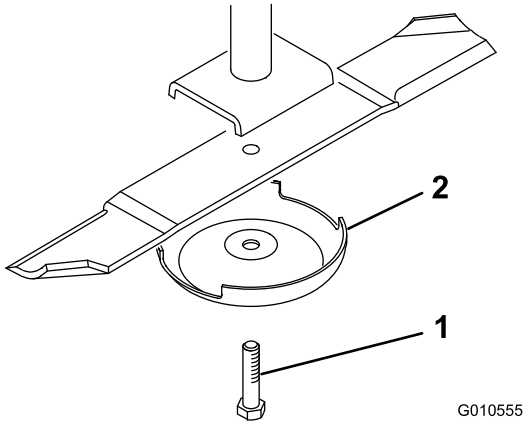

Figura 6
1. Sujete el extremo de la cuchilla con un paño o un guante grueso. Retire del eje de la cuchilla el perno de la cuchilla, el protector de césped y la cuchilla (Figura 6).